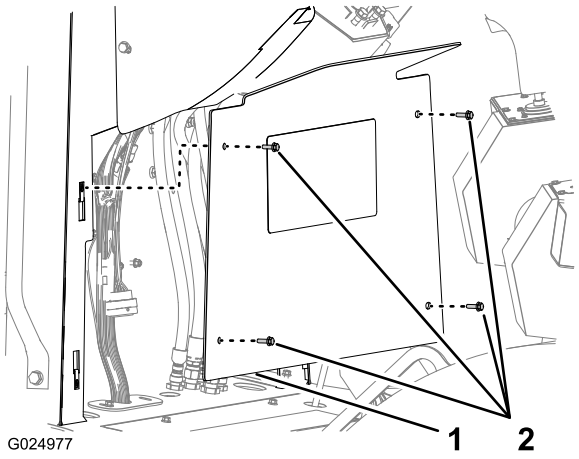

Figura 117
1. Rimuovete i 4 bulloni a testa esagonale flangiata (6 x 20 mm) che fissano il pannello della console inferiore alla console e rimuovete il pannello (Figura 117).
3. Allineate il pannello della console inferiore alla console (Figura 117).